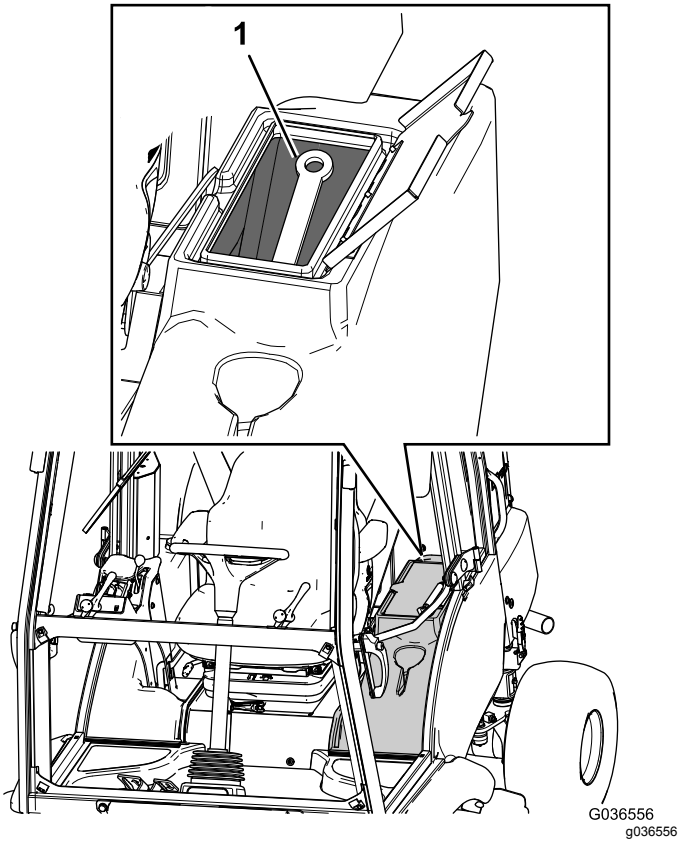

Figur 21
C. Plasser støttepilarbraketten i oppbevaringsboksen (Figur 21).